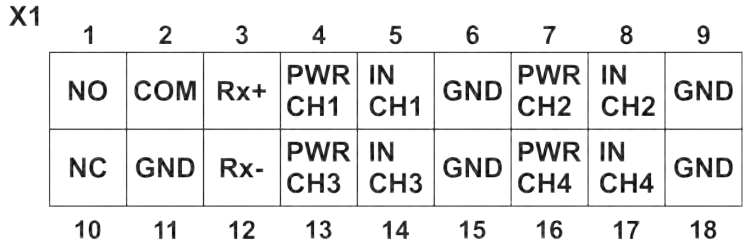

Fig. 29-1 Affectation des bornes X1 du NivuLink Micro II / NivuLink Micro II Ex
6. Raccorder les fils selon le plan d'affectation des bornes (voir Fig. 29-1) ou selon les exemples de raccordement suivants :